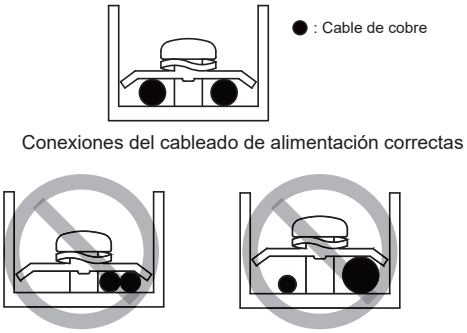

Figura 9.2
• No conectar dos cables de alimentación con diámetros diferentes al mismo terminal del suministro eléctrico (puede causar el sobrecalentamiento de los cables debido al cableado suelto) (Véase figura 9.2).